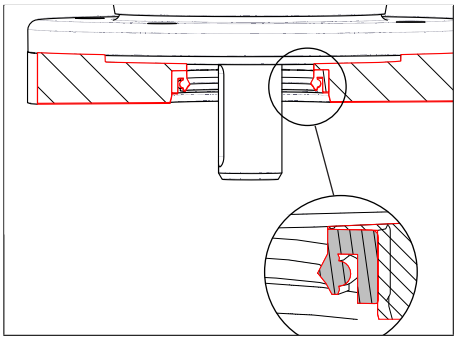

Rys. 11: Montaż pierścienia uszczelniającego wału
3. Pierścień uszczelniający wału wcisnąć rowkiem w dół w kołnierz (Rys. 11).